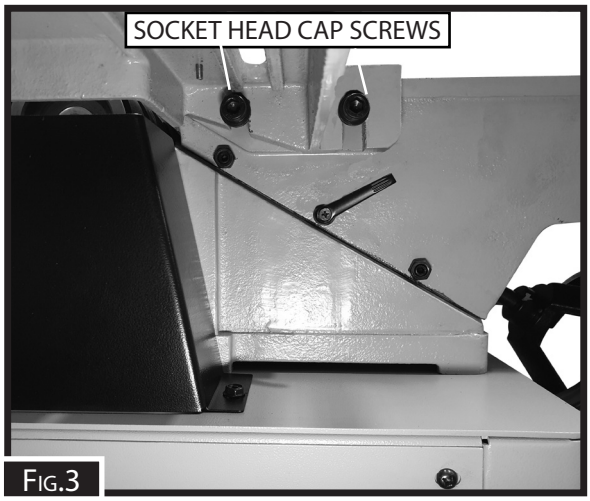

Fig.3
4. Remove fence support - by loosening the two cap head screws. (Fig.3)